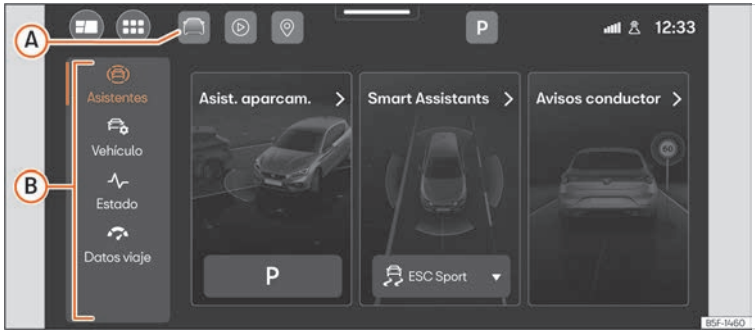

Fig. 13 Representació esquemàtica: Assistents i ajustos del vehicle.
Prement sobre ››› **fig. 13** (A), o bé, al menú principal sobre **Ajustes del vehículo**, s'obre el menú dels assistents i ajustos del vehicle. A continuació, prement sobre algun dels menús situats a la zona de l'esquerra (B), es mostra a la pantalla el menú d'ajustos o d'assistents seleccionat.